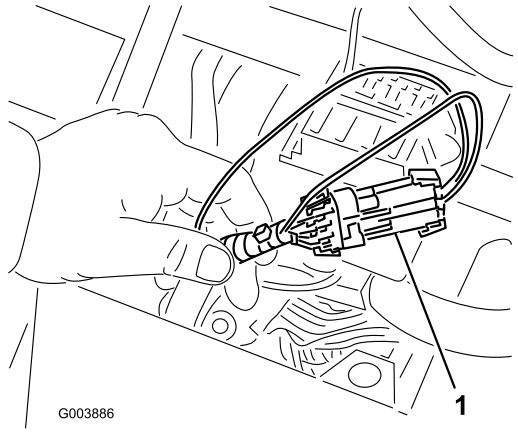

**Figuur 38**
3. Ga naar de kabelboom en de kabelstekker bij het besturingssysteem (Figuur 38).